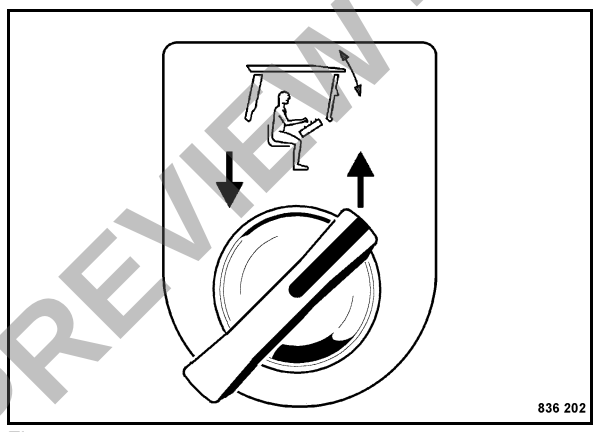

Fig. 144
- Turn the rotary switch (Fig. 144) clockwise to fold the protection roof out.